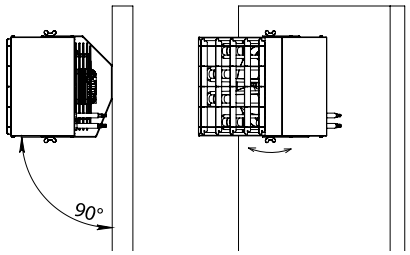

Рис. 7 - Наклон 90°
- Направление потока под углом 90° с возможностью поворота относительно оси вращения. (Рис.7)